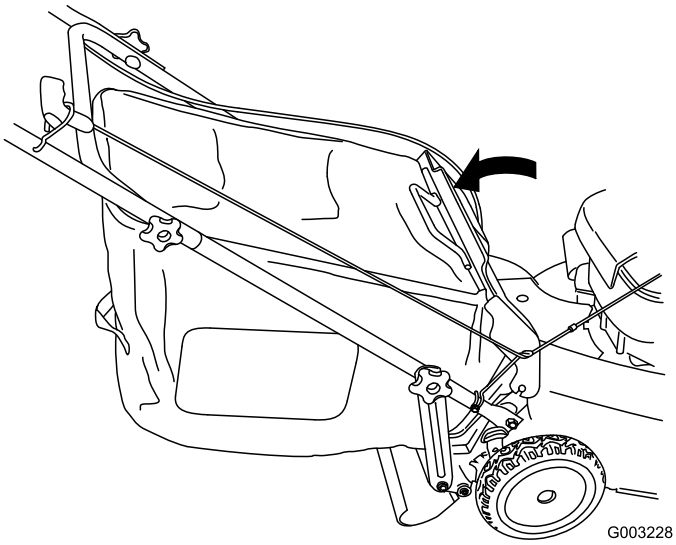

Figuur 25
5. Zet de achterklep omlaag (Figuur 25).